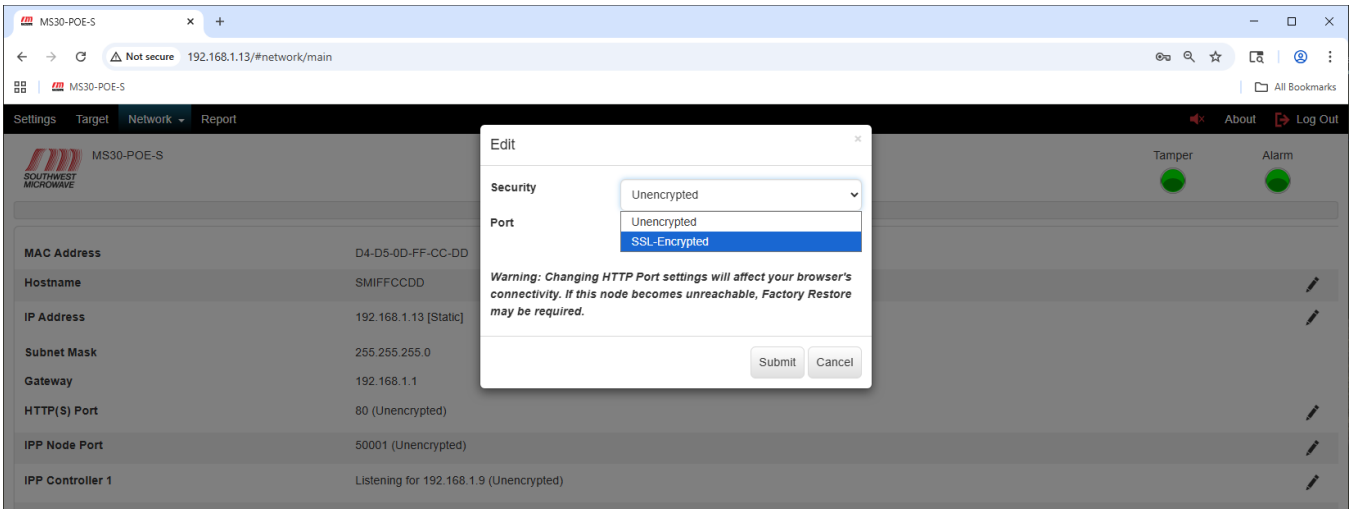

*Figure 11.5 – HTTP(S) Port Encryption*
To edit the security of the "HTTP(S) Port" select the "Security" pull down menu to open the SSL-Encrypted setting as shown in Figure 11.5. The default setting is "Unencrypted".